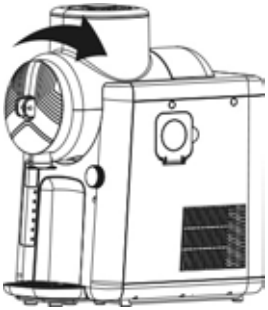

Abb. 3
10. Schieben Sie nun den Mischbehälter auf den Mischer und verriegeln Sie den Behälter, indem Sie ihn im Uhrzeigersinn festdrehen (Abb. 3). Zum Entnehmen des Behälters drehen Sie diesen entsprechend gegen den Uhrzeigersinn und ziehen Sie ihn vorsichtig vom Grundgehäuse ab.